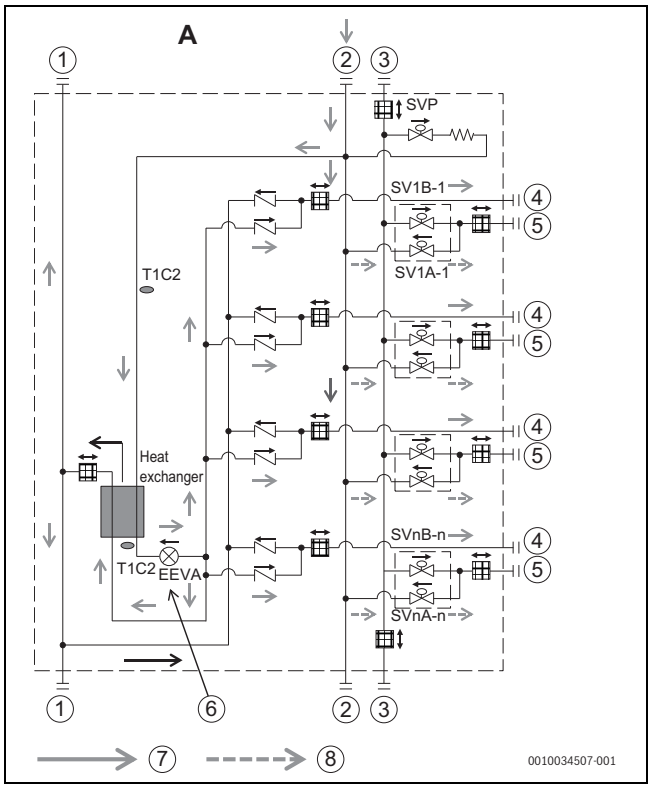

Fig. 29
a) Charge normale depuis le port ② lors du point de brasage ④ et charge forte (> 20 kPa (0,2 bar)) depuis le port ② lors du point de brasage ⑤, comme l'indique la fig. 29.
b) Charge normale (≤ 20 kPa (0,2 bar)) depuis le port ② lors du point de brasage ① et charge normale depuis la vanne d'arrêt de l'unité extérieure correspondante lors du point de brasage ② et du port ③, comme l'indique la fig. 29.